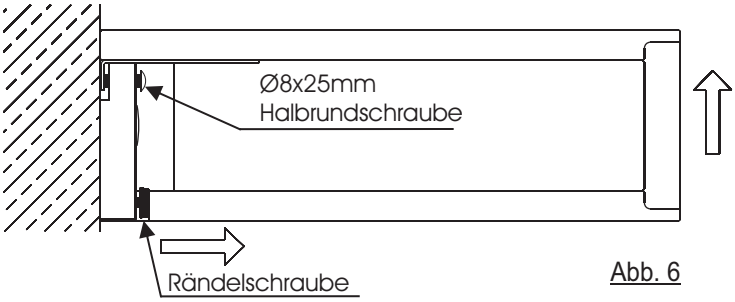

Abb. 6
10. Ziehen Sie die 8x25mm Halbrundkopfschraube mit einem Imbusschlüssel nur „Handfest" an bis die Brücke an der Wand anliegt. Verwenden Sie hierbei keinen Elektroschrauber oder ähnliches. (Abb. 6)
11. Richten Sie die Neigung der Brücke aus. Hierzu drehen Sie die untere Rändelschraube der Montagerückwand bis die Bühne mit leichtem Übermaß nach oben in Waage ist. (Abb. 6)